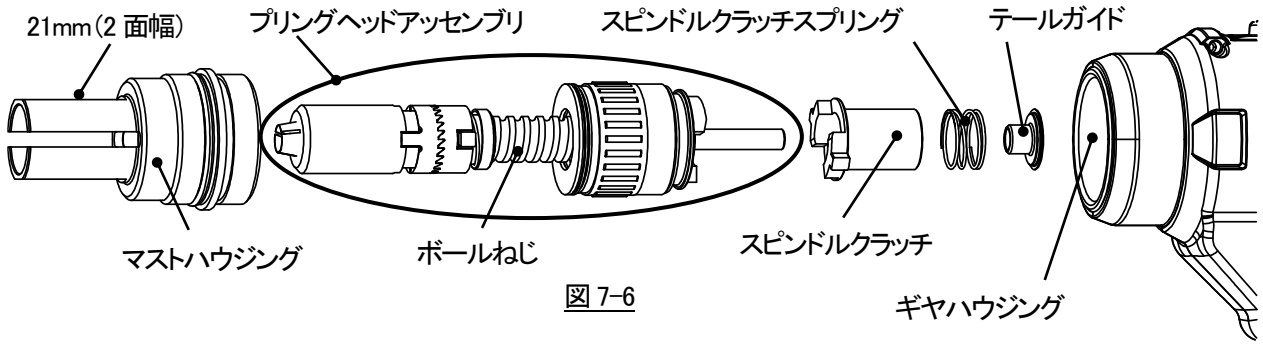

図 7-6
①7-1①②の要領でノーズハウジングをツール本体より取り外して、交換してください。
②21mm スパナを使用してマストハウジングを**右に回し(左ねじ)**て緩め、ツール本体より取り外してください。このとき外れてくる部品を(図 7-6)示します。